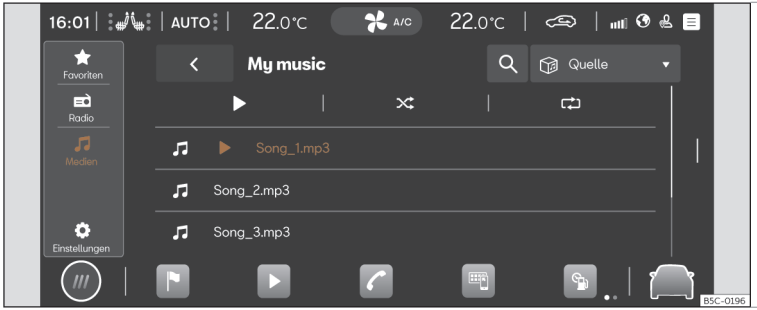

Abb. 135 Schematische Darstellung: Ansicht Medien
- ▶ > ♫››› **Abb. 135** antippen.